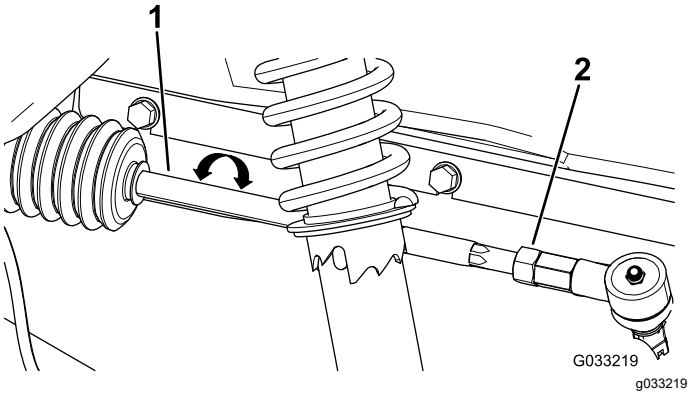

Figura 58
2. Si la distancia no es de entre 0 y 6 mm, afloje las contratuercas en el extremo exterior de las bielas (Figura 58).